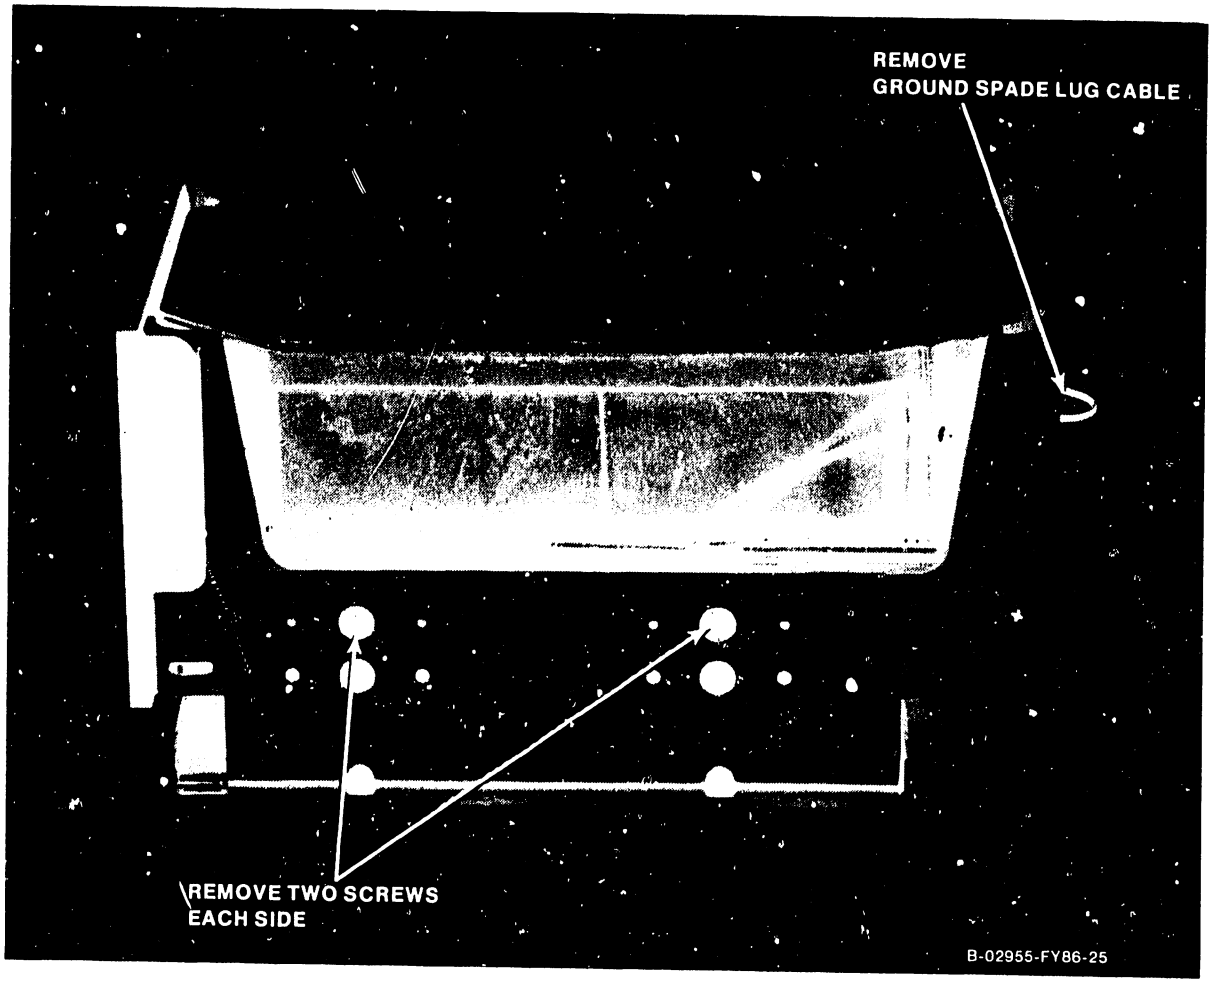

Figure 7-25. Winchester Drive Mounting Bracket Removal
1) Remove the drive from the drive mounting bracket by removing four mounting screws (2 per side). Refer to figure 7-25.